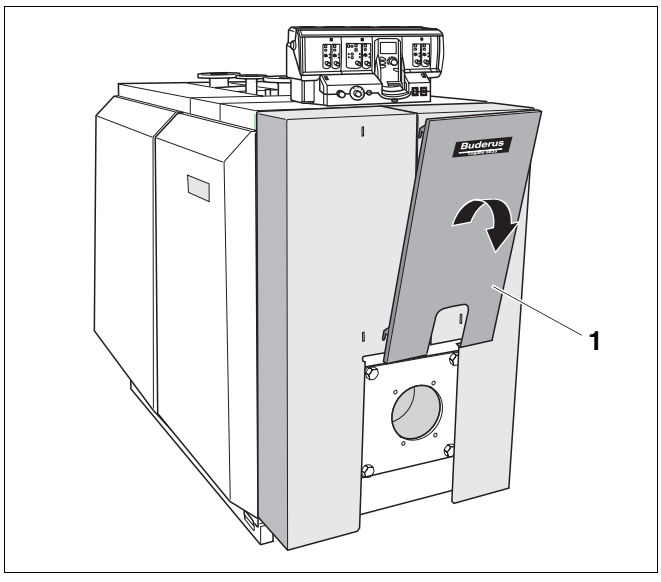

Rys. 43 Demontaż płyty ozdobnej
- Zdjąć płytę ozdobną (rys. 43, **poz. 1**) w kierunku strzałki z prawego i lewego płaszcza drzwiczek kotła.